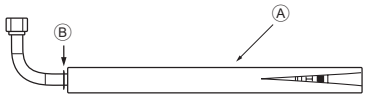
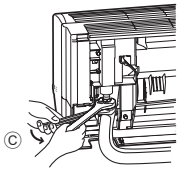

Fig. 3-8
Fig. 3-9
3. Stå riktad mot det håll som det L-formade anslutningsröret ④ ska tas bort åt och gör en snabb anslutning till flänsanslutningens öppning på inomhusenheten.
4. Dra åt flänsmuttern med två fasta nycklar. (Fig. 3-9)
1. Skär av det L-formade anslutningsröret ④ vid markeringen som visas i (Fig. 3-8).
2. För in flänsmuttern som togs bort tidigare på den raka rörsidan av det L-formade anslutningsröret ④ och flänsa sedan röränden.
5. Anslut snabbt det L-formade anslutningsröret ④ som har behandlats enligt beskrivningen i steg 2) till inomhusenhetens flänsanslutningsöppning.
6. Dra åt flänsmuttern med två fasta nycklar. (Fig. 3-9)